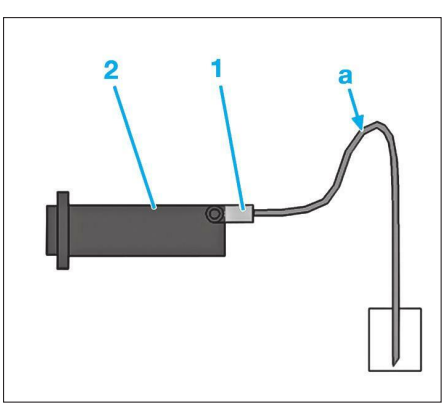

**Fig. 9**
• Accoupler un tuyau transparent (1) sur la vis de purge **(Fig.9)**.
• Plonger l'extrémité du tuyau transparent dans un récipient contenant du liquide de frein, situé plus bas que le cylindre récepteur d'embrayage (2).